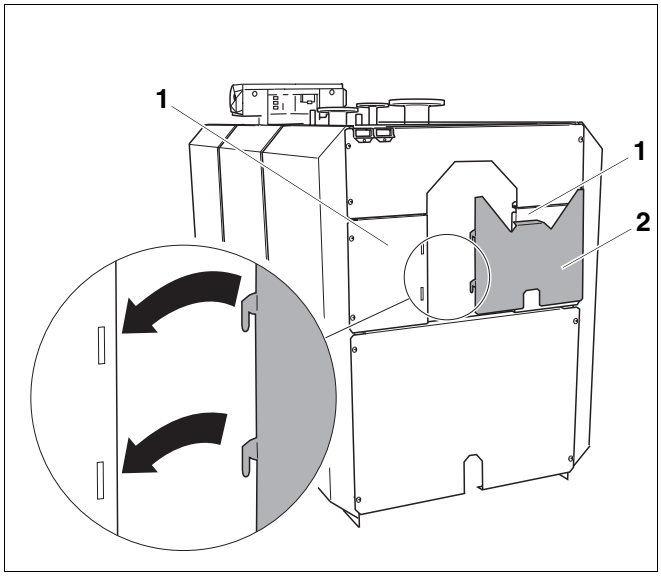

Rys. 44 Montaż blachy osłonowej ścianki tylnej
- Wczepić blachę osłonową (rys. 44, **poz. 2**) w kierunku wskazywanym przez strzałkę w środkową, lewą i prawą ściankę tylną (rys. 44, **poz. 1**).